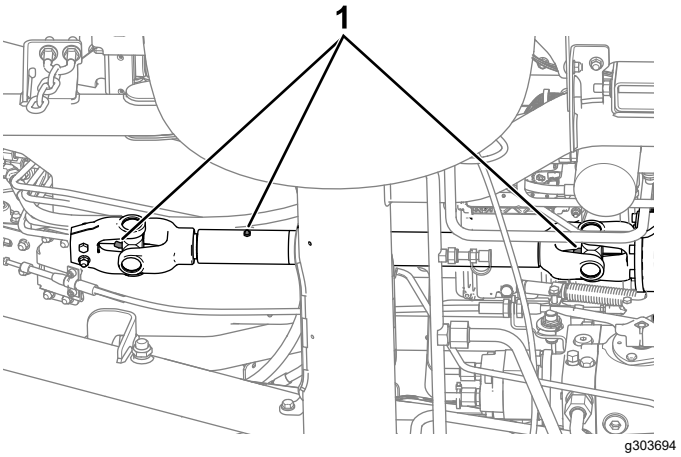

**Figura 45**
- Albero di trasmissione PDF (Figura 45)